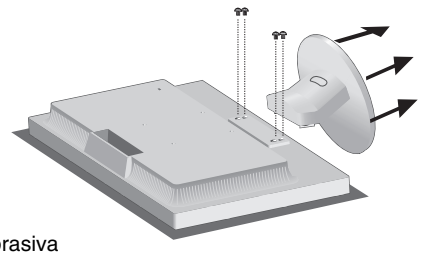

Figura R.2
3. Retire los 4 tornillos que unen el monitor al soporte y retire el soporte como se indica (**figura R.2**). El monitor ya está preparado para montarlo de otro modo.